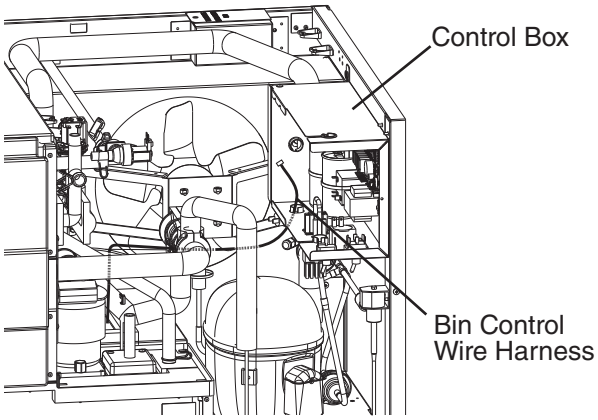

Fig. 7
13) Continue routing the bin control cable up into the control box. See Fig. 7.